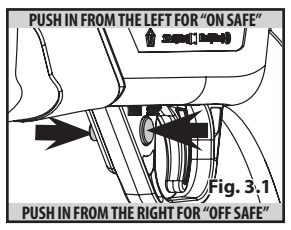

Fig. 3.1
- **b.** The red ring on the safety button indicates if the safety is on or off (Fig. 3.1)
- **b.** The safety is in FIRE position, and the air rifle is "OFF SAFE" when the safety is protruding from the trigger guard and red is showing (Fig. 3.1)
1. Put the air rifle "ON SAFE" (Fig. 3.1)
- **a.** Put the air rifle "ON SAFE" (Fig. 3.1)
- **i.** Put the air rifle "ON SAFE" (Fig. 3.1)